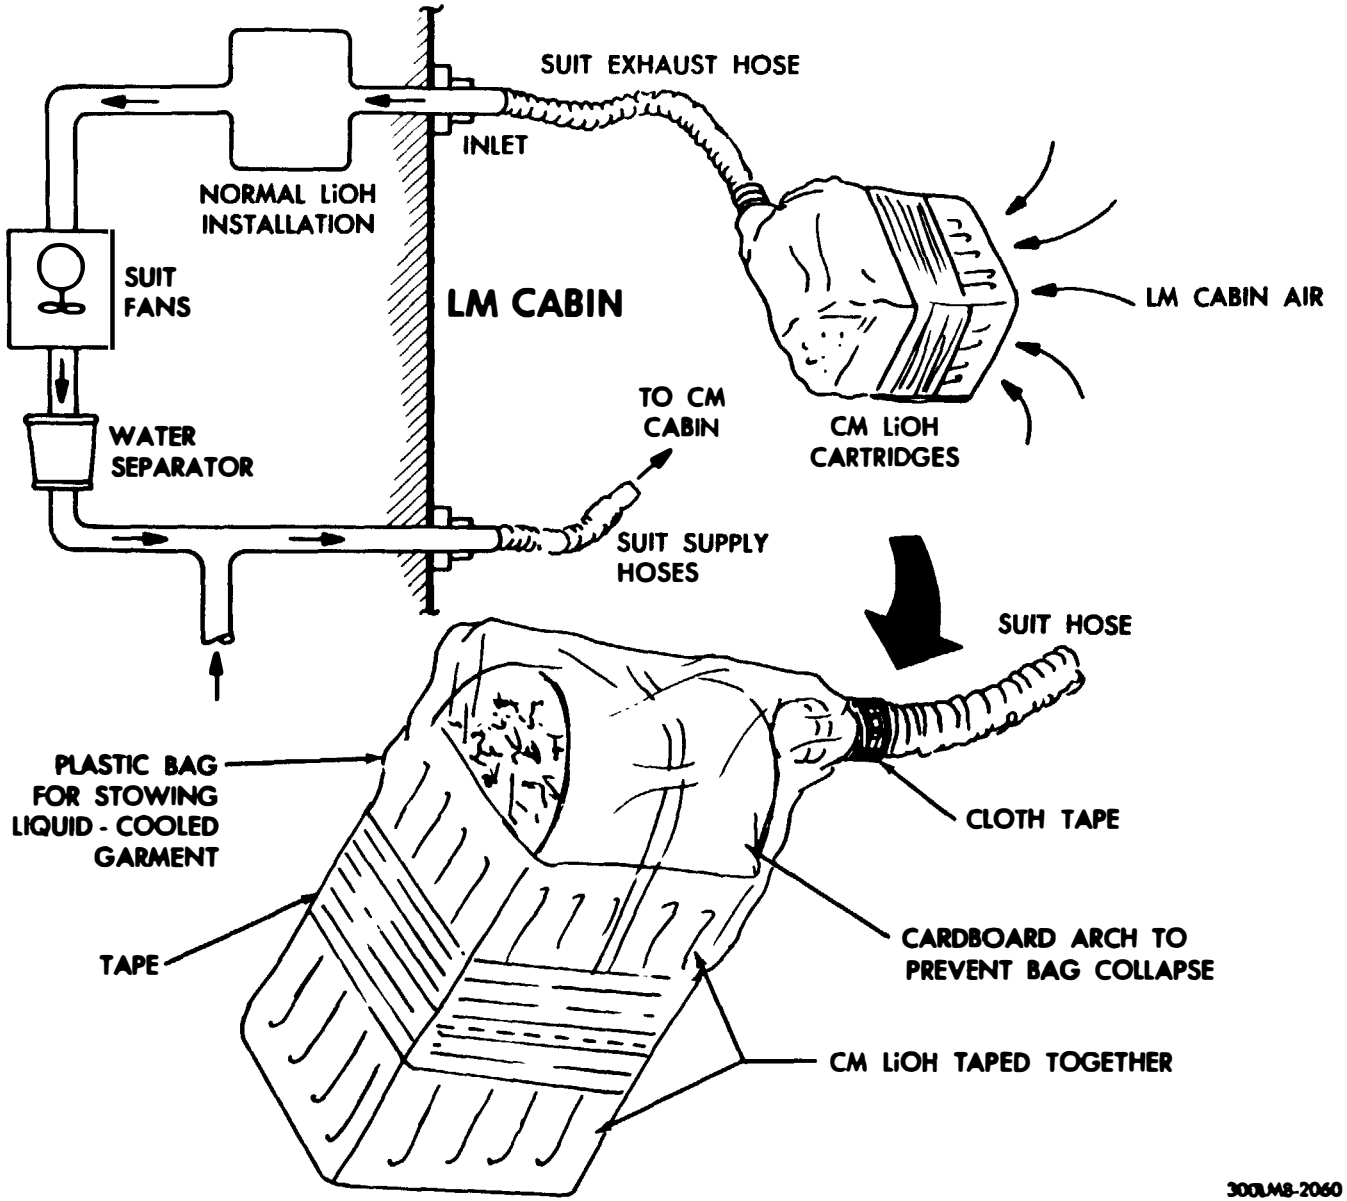

Figure 5-1. Supplemental Carbon Dioxide Removal System
7. Attach both LM O2 return (red) hoses to CM LiOH cartridge adapters.	See figure 5-1.